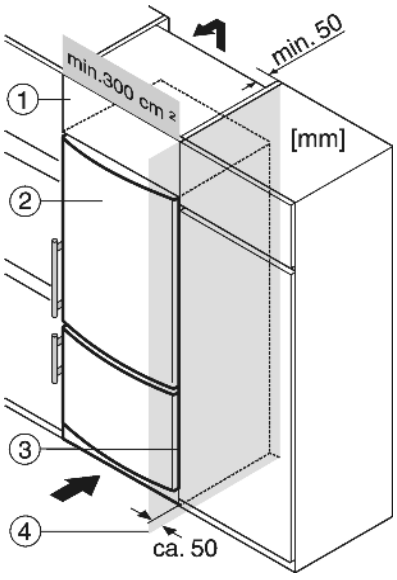

Fig. 26
(1) Aufsatzschrank
(2) Gerät
(3) Küchenschrank
(4) Wand
Das Gerät kann mit der Kücheneinrichtung umbaut werden. Um das Gerät *Fig. 26 (2)* der Küchenzeilenhöhe anzugleichen, kann über dem Gerät ein entsprechender Aufsatzschrank *Fig. 26 (1)* angebracht werden.
Beim Umbau mit Norm-Küchenschränken (Tiefe max. 580 mm) kann das Gerät direkt neben dem Küchenschrank *Fig. 26 (3)* aufgestellt werden. Die Gerätetür steht seitlich 34 mm und in der Gerätemitte 50 mm gegenüber der Küchenschrankfront vor. Sie lässt sich dadurch einwandfrei öffnen und schließen.
Wenn das Gerät mit den Scharnieren neben einer Wand *Fig. 26 (4)* aufgestellt wird, muss der Abstand zwischen Gerät und Wand mindestens 36 mm betragen. Dies entspricht dem Griffüberstand bei geöffneter Tür.